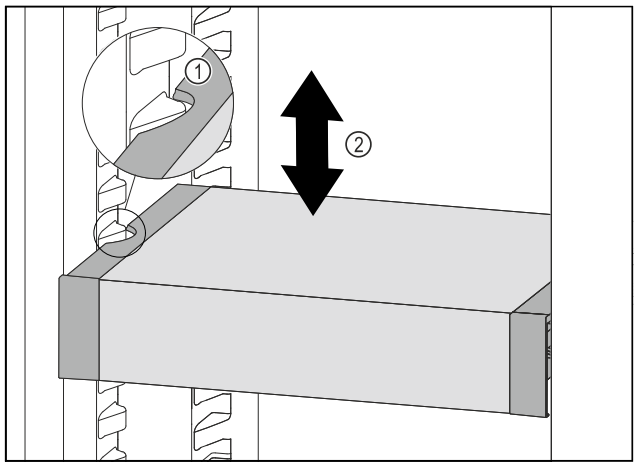

Fig. 111
▶ Trageți în față VarioSafe, până când degajările laterale ale VarioSafe se află la înălțimea nervurii recipientului din frigider. *Fig. 111 (1)*
▶ Mișcați în sus sau în jos VarioSafe în frigider, până când este atinsă înălțimea dorită. *Fig. 111 (2)*